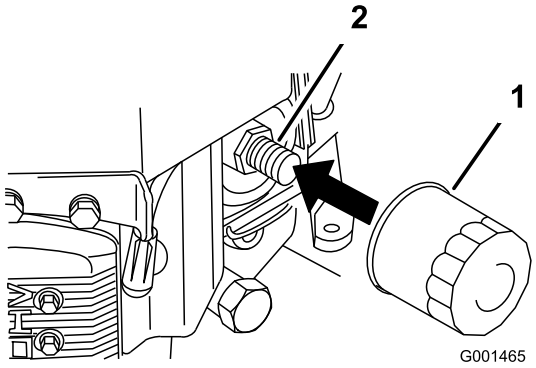

Figura 31
2. Retire el filtro de aceite usado (Figura 31).
3. Aplique una capa fina de aceite nuevo a la junta de goma del filtro nuevo (Figura 31).
4. Instale el filtro de repuesto en el adaptador de filtro; gire el filtro en el sentido de las agujas del reloj hasta que la junta de goma entre en contacto con el adaptador del filtro, luego apriete el filtro tres cuartos de vuelta más (Figura 31).